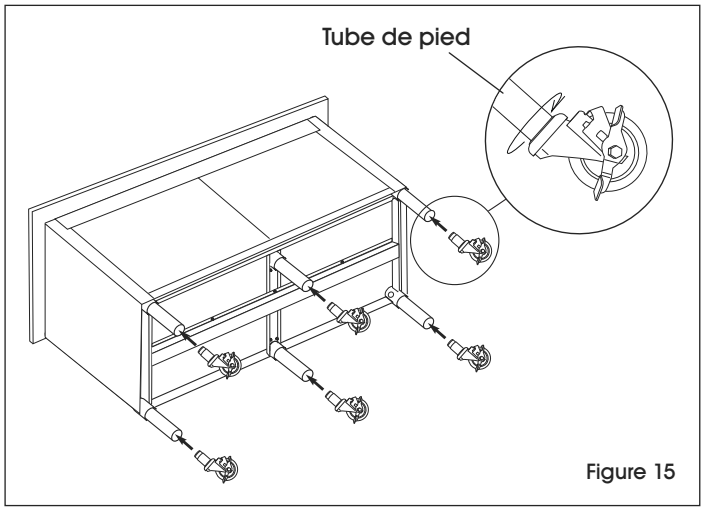

Figure 15
4. Une fois la roulette complètement insérée dans le pied, tournez dans le sens horaire jusqu'à ce que la roulette soit fixée au tube de pied. (Voir Figure 15)